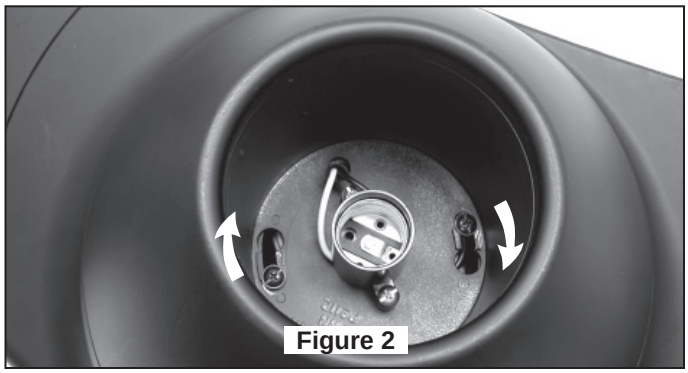

Figure 2
4. Locate and loosen two Indexing Screws located on the Control Housing. (Figure 1) Line up the indexing holes over the screws, secure by twisting the Lower Cover Assembly clockwise and tighten the two indexing screws. (Figure 2)